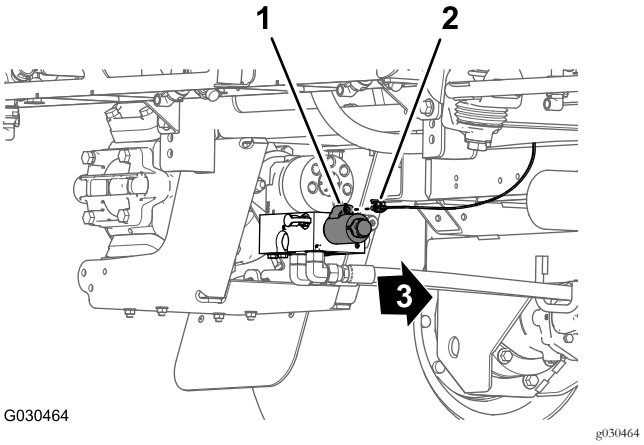

Figura 25
5. En la parte trasera de la máquina, por dentro de la bomba de fumigación, desconecte el conector hembra de 2 vías del arnés de cables trasero del conector de 2 pines del relé de la bomba (Figura 25).